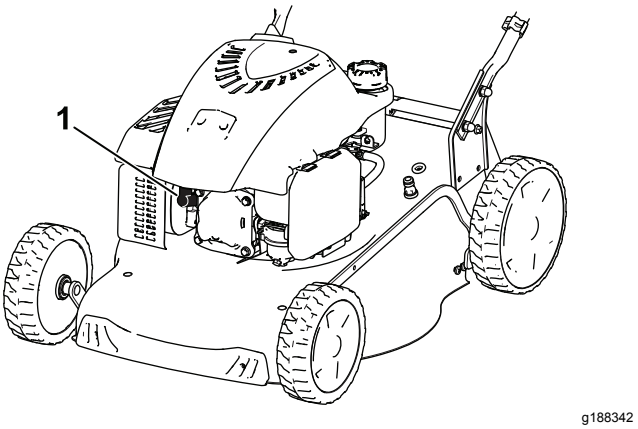

Figur 20
2. Koble tennpluggledningen fra tennpluggen (Figur 20).